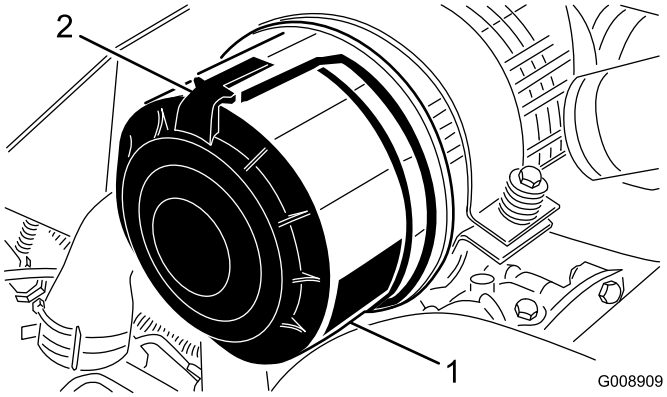

Figuur 43
1. Maak de sluitingen los waarmee het deksel van het luchtfilter is bevestigd aan de luchtfilterbehuizing (Figuur 43).